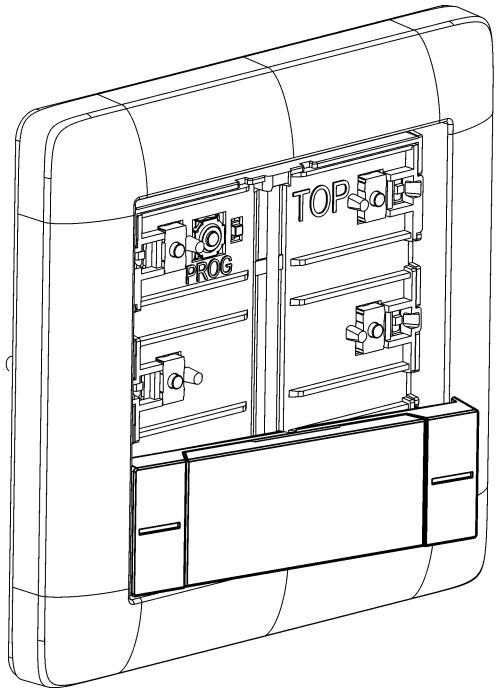

Bild 7: Bedienwippe seitlich anlegen
- Bedienwippe seitlich anlegen (siehe Bild 7).